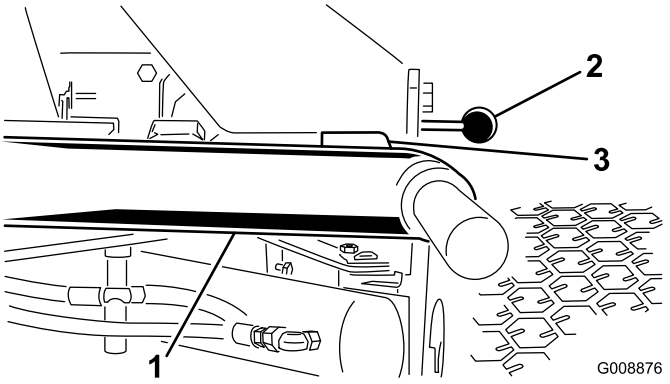

Figura 25
1. Arranque el motor, eleve los brazos de elevación y compruebe que la holgura entre cada brazo de elevación y el soporte de la chapa de suelo es de 0,18 a 0,32 pulgadas (5 a 8 mm) (Figura 25).